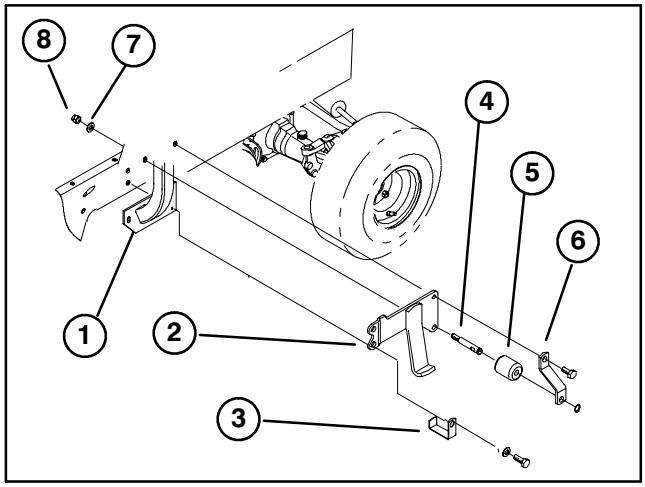

Figure 7
16. Loosely mount the rear of ROPS, front of L.H. tipper bracket and the hose clamp to left side of traction unit frame with **(**2**)** 1/2−13 x 1.50" lg. capscrews and flat washers (Fig. 7).
17. Using bottom right hole, mount roller pin and tipper bracket to frame with flat washer and lock nut (Fig. 7).
18. Insert reel roller and roller bracket end onto roller pin. Secure with snap ring (Fig. 7).
19. Using top hole, loosely mount roller bracket and tipper bracket to frame with capscrew (Fig. 7).